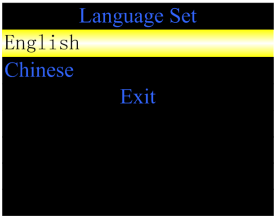

Figura 5.4 Menu di impostazione della lingua
2) Il menu di impostazione della lingua viene mostrato come in Figura 5.4